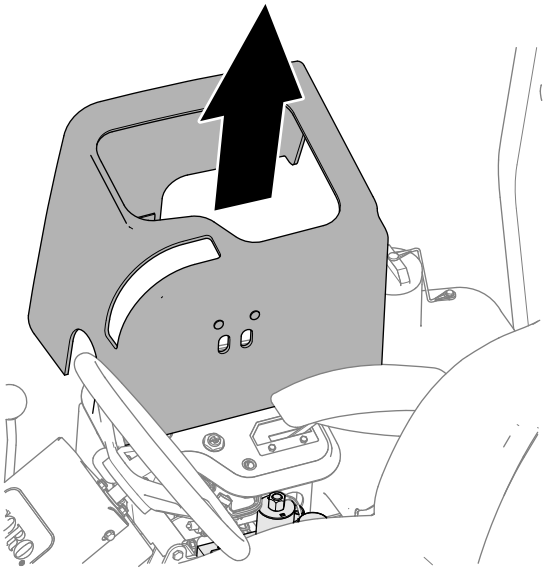

Figur 89
3. Lyft upp den magnetiskt monterade konsolkåpan (Figur 89) för att exponera gräsklippargrenröret.